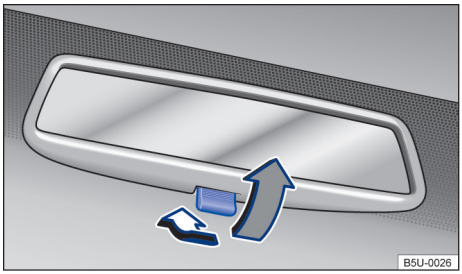

Fig. 70 Espelho retrovisor interno com antiofuscante manual.
– Posição noite: puxar a alavanca → Fig. 70 (seta cinza), para evitar o ofuscamento dos faróis dos veículos que trafegam atrás.